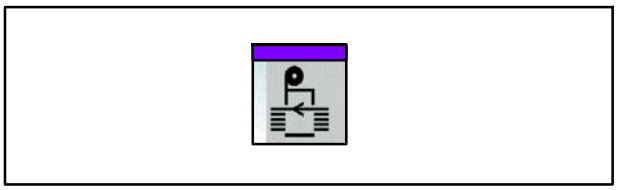

Fig. 205 Touche Mode couplé
31. Appuyer sur la touche Mode couplé (Fig. 205) > FoilStar est prêt à fonctionner